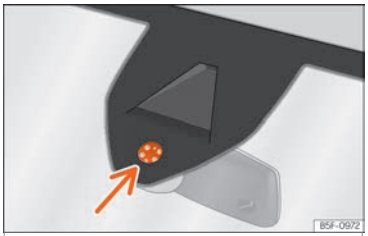

Fig. 105 Superfície sensível do sensor de chuva.
As possíveis causas de anomalias e interpretações erróneas *na zona da superfície sensível* ››› Fig. 105 do sensor de chuva são, entre outras:
- **Limpe regularmente a superfície sensível do sensor de chuva e verifique possíveis danos nas escovas ››› Fig. 105 (seta).**